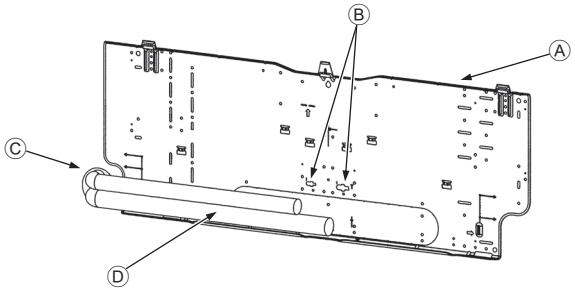

Fig. 3-5
3.3. Quando incorporar os tubos na parede (Fig. 3-5)
- Ⓐ Placa de montagem ①